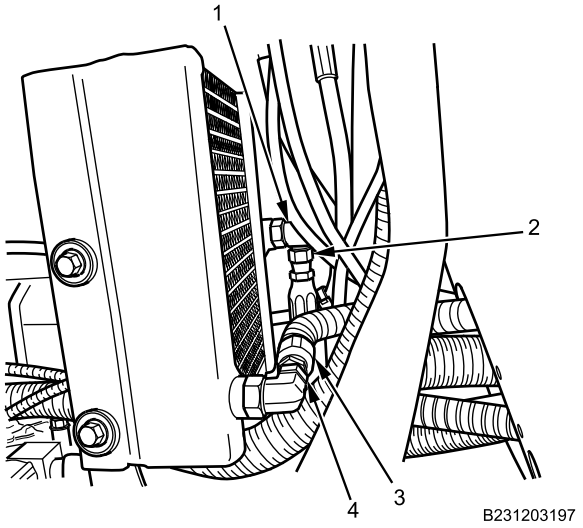

Figure 7. Transfer Case Oil Cooler Lines.
9. Disconnect cooler line (Figure 7, Item 2) from transfer case oil cooler fitting (Figure 7, Item 1).
10. Disconnect cooler line (Figure 7, Item 3) from transfer case oil cooler fitting (Figure 7, Item 4).